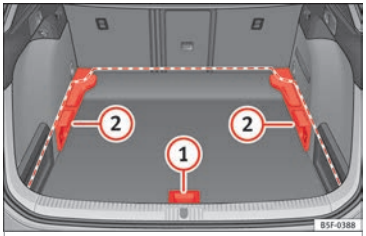
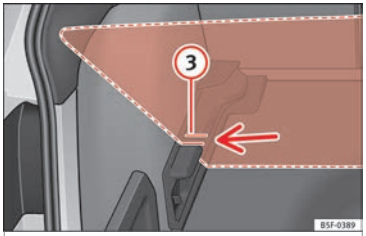

Fig. 180 Piso variable del maletero: posiciones.
Fig. 181 Piso variable del maletero: ranuras inclinadas.
• Levante el piso por el asidero ››› **fig. 180** (1), tire de él hacia atrás hasta que la parte delantera del piso rebase totalmente los soportes (2).
• Haga desplazar sobre estos el piso hacia adelante hasta que haga tope en el respaldo de los asientos posteriores y, a continuación, baje el piso con el asidero (1).
• Haga coincidir esa parte delantera con las ranuras inferiores de dichos soportes y deslice el piso hacia adelante hasta que haga tope en el respaldo de los asientos posteriores bajando al mismo tiempo el piso con el asidero (1).
• Levante el piso variable por el asidero ››› **fig. 180** (1) y tire de él hacia atrás hasta que la parte delantera del piso rebase las ranuras inclinadas ››› **fig. 181** (3).
• Haga pasar el piso por dichas ranuras ayudándose con el asidero (1) hasta que haga tope en el respaldo de los asientos posteriores y se apoye el piso en las ranuras.